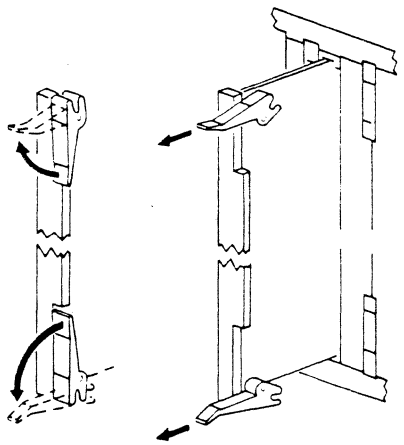

Figure 7-17. Removal of Logic Cards
b. Grasp the card extractors (black tabs) (Figure 7-17) on each card and pivot them out until the card is free from its mating connector.